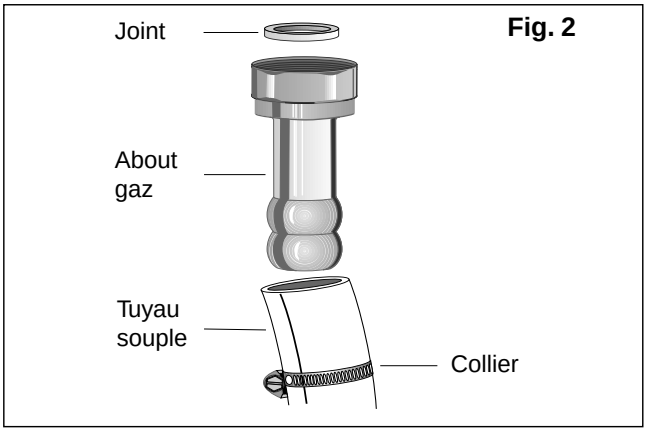

Fig. 2
- Utilisez un tube souple en caoutchouc d'une longueur maxi de 1,50 m et de 15 mm de diamètre intérieur monté avec son about gaz **(Fig. 2).**